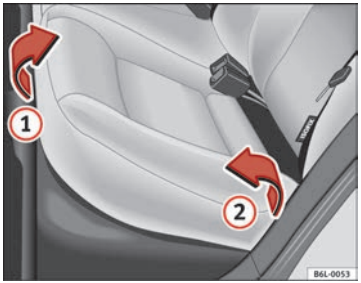
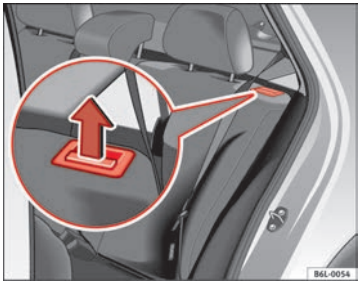

Fig. 77 Folding up the rear seat cushion
Fig. 78 Button for unlocking the rear backrest
– Pull the front edge of the seat cushion ⇒ Fig. 77 (1) upwards in the direction of the arrow.
– Lift the cushion (2) forwards in the direction of the arrow.
– Pull the release button ⇒ Fig. 78 in the direction of the arrow and fold the backrest forwards.